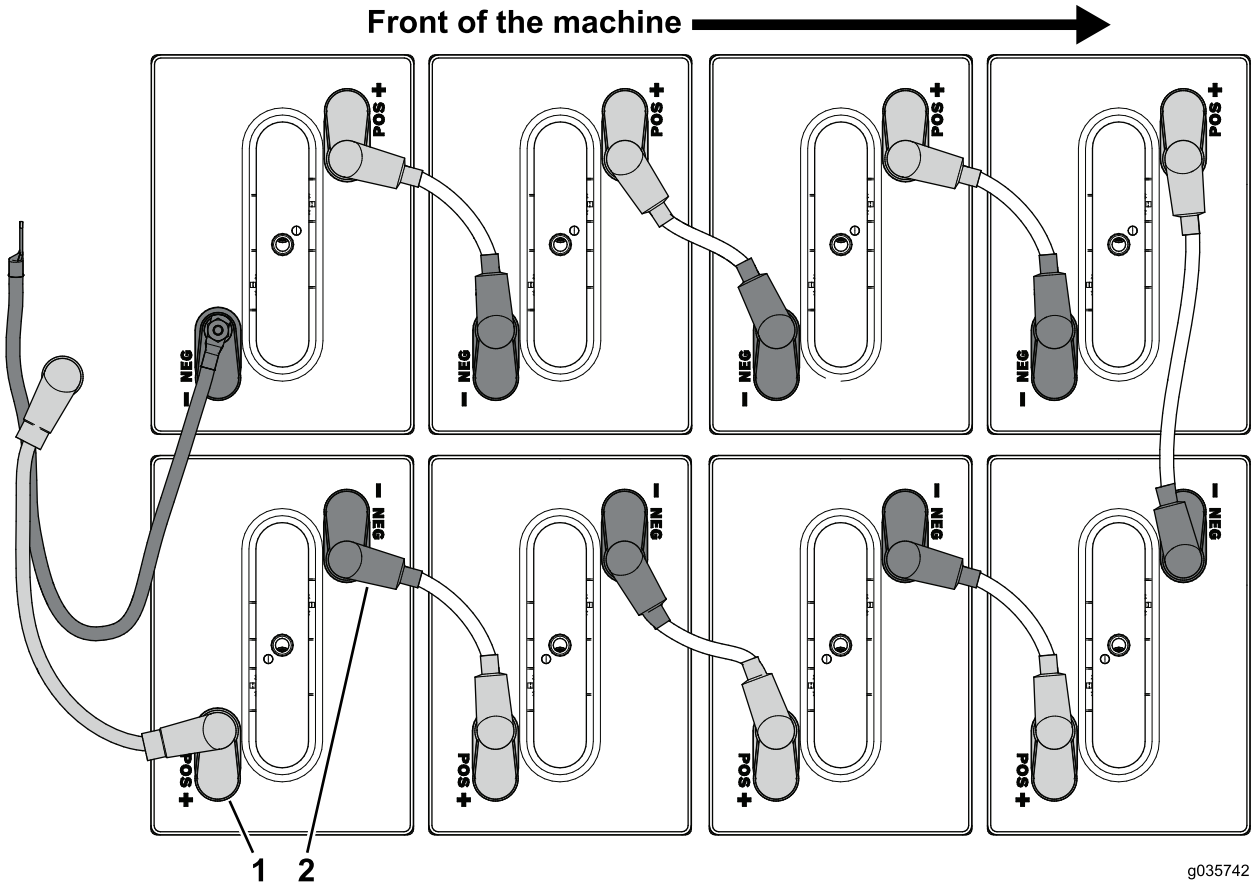

Figure 98
4. Branchez les câbles de batteries reliés à la borne positive (+) des batteries dans le support de batterie avant (Figure 98).
5. Branchez les câbles de batteries reliés à la borne négative (–) des batteries dans le support de batterie avant (Figure 98).